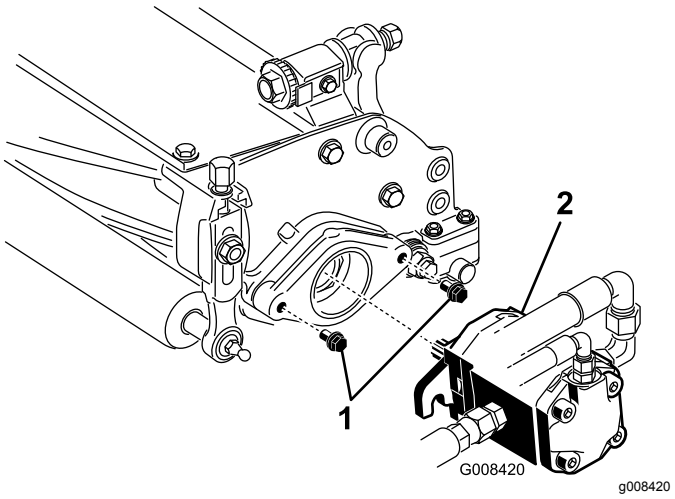

Rysunek 11
7. Upewnij się, że na każdej ze śrub montażowych silnika napędu wirnika jest jeszcze około 13 mm wolnego gwintu (Rysunek 11).
8. Posmaruj wielowypust wału silnika świeżym smarem i załóż silnik przekręcając go lekko w prawo, aby kołnierze silnika minęły się z kołkami gwintowanymi. Przekręć silnik w lewo, aby kołnierze objęły kołki gwintowane (Rysunek 11).
9. Dokręć śruby mocujące (Rysunek 11).